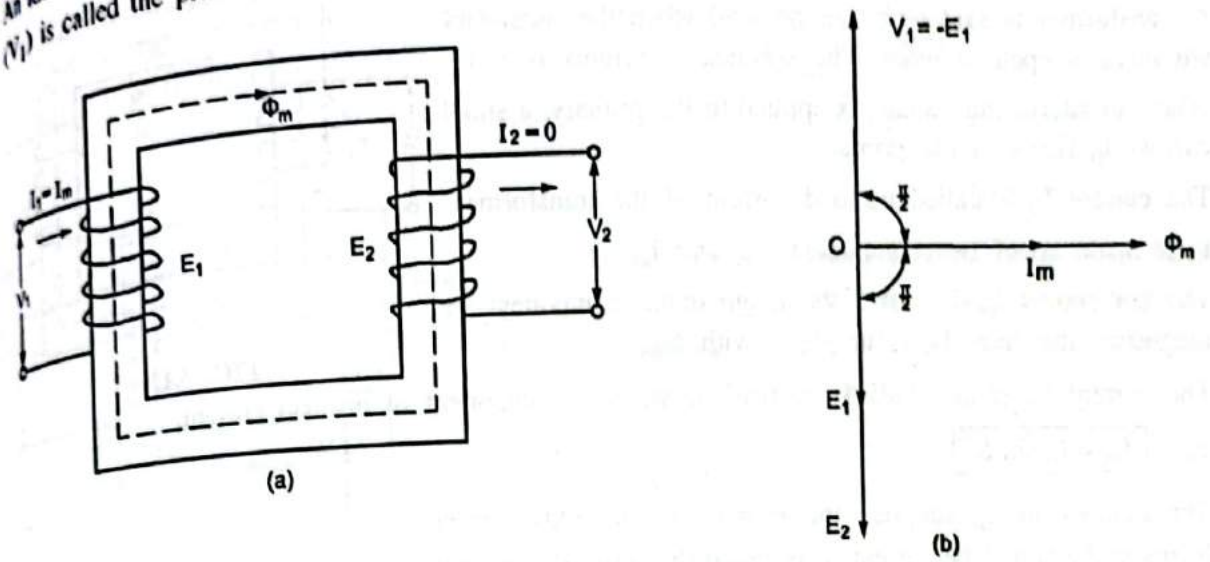

**FIG. 3.16 : IDEAL TRANSFORMER**
An ideal transformer is shown in Fig. 3.16(a). It consists of two coils. The winding connected to the supply ($V_1$) is called the primary winding. The winding connected to the load is called the secondary winding.
- Flux $\phi_m$ also links with secondary winding and induces emf $E_2$ in it. This emf lags 90° behind flux. Fig. 3.16(b) shows the vector diagram..